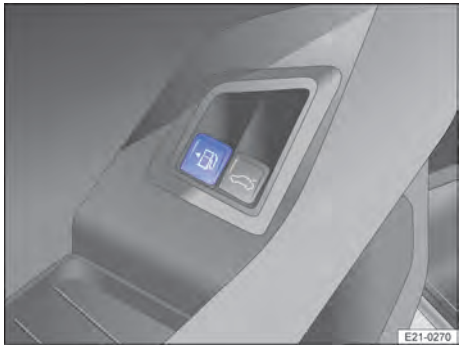

Bilde 153 I førerdøren: Tast for å låse opp tankklaffen (eksempel).
Drivstofftanken luftes automatisk når du trykker på opplåsingstasten i førerdøren → Bilde 153.
2. Lås opp tankklaffen med tasten → Bilde 153 i førerdøren.